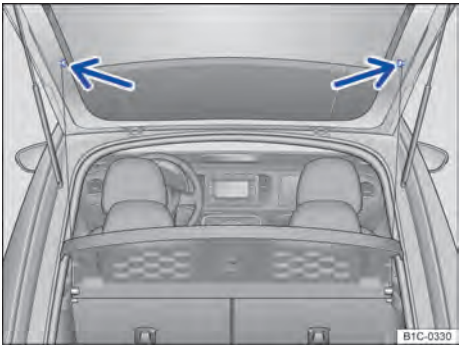

Fig. 89 No compartimento de bagagem: desprender e prender as cintas de fixação da cobertura do compartimento de bagagem na tampa traseira.
- Desprender as cintas de fixação na tampa traseira ⇒ Fig. 89 (setas).
- Prender as cintas de fixação na tampa traseira ⇒ Fig. 89 (setas).